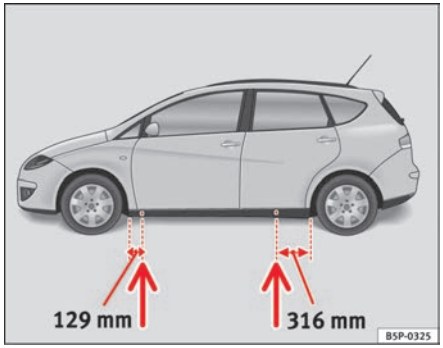

Fig. 173 The jacking points
– Locate the jacking point under the door sill closest to the wheel to be changed ⇒ fig. 173.
Recesses at the front and rear of the door sills mark the jacking points ⇒ fig. 173. A position has been made for each wheel. Do not fit the jack anywhere else.